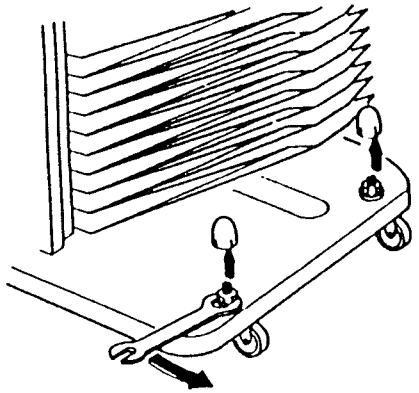

Рис. 3. Ослабьте левую контргайку
3. Ослабьте контргайку левой роликовой опоры (Рис. 3).
ПРИМЕЧАНИЕ: Конструкция гаечного ключа может изменяться в различных исполнениях (Рис. 3).